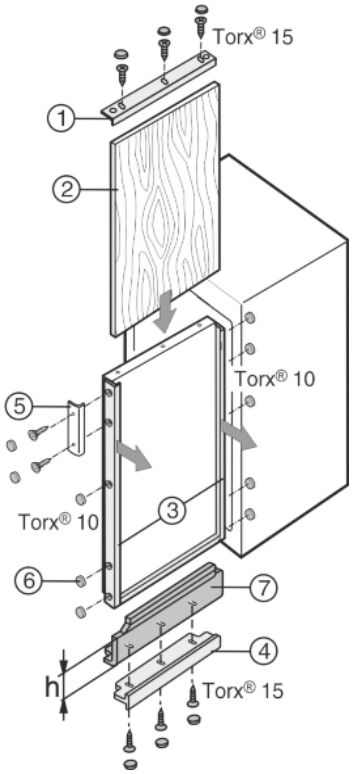

Fig. 40
- ▶ Svitare i telai decorativi *Fig. 40 (1, 4)* in alto e in basso.
- ▶ In tutti gli altri telai decorativi *Fig. 40 (3)* allentare solo le viti quindi spingere in avanti i telai decorativi.
- ▶ Inserire il pannello decorativo *Fig. 40 (2)* spingendolo.
- ▶ Appoggiare i listelli di compensazione *Fig. 40 (7)* in basso o in alto.
- ▶ Appoggiare sopra i telai decorativi *Fig. 40 (1, 4)* e serrare saldamente.
- ▶ Fare scorrere in sede i telai decorativi *Fig. 40 (3)* ed avvitarli fermamente.
- ▶ Avvitare la maniglia *Fig. 40 (5)*.
- ▶ Applicare su tutte le teste delle viti i cappucci *Fig. 40 (6)*.
Se è già presente un pannello decorativo, che però in altezza è troppo piccolo, è possibile adeguarlo con listelli di compensazione *Fig. 40 (7)* di altezze diverse.